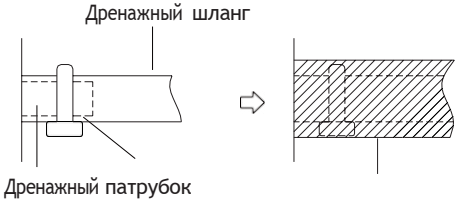

Рис. 29
- При установке трубы обратите внимание на рис. 29.